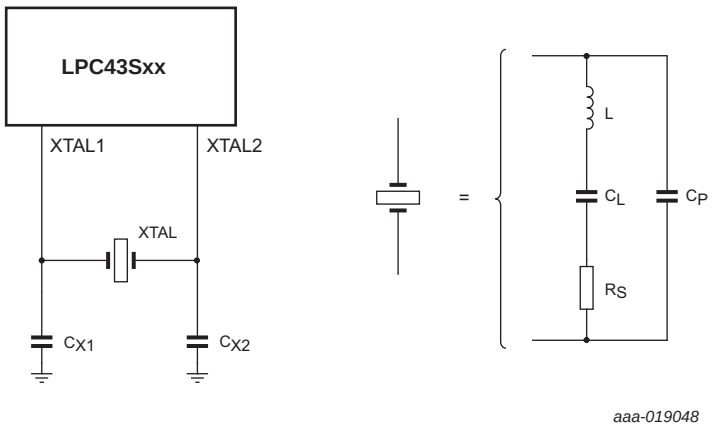

Fig 43. Oscillator modes with external crystal model used for C_{X1}/C_{X2} evaluation
- External components and models used in oscillation mode are shown in Figure 43, and in Table 44 and Table 45. Since the feedback resistance is integrated on chip, only a crystal and the capacitances CX1 and CX2 need to be connected externally in case of fundamental mode oscillation (L, CL and RS represent the fundamental frequency). Capacitance C_P in Figure 43 represents the parallel package capacitance and must not be larger than 7 pF. Parameters FC, CL, RS and CP are supplied by the crystal manufacturer.